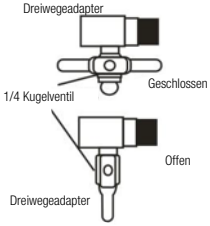

Abbildung A-3
3. Installieren Sie das 1/4” Metallkugelventil auf dem Speisewasseradapter (Dreiwegeadapter) mithilfe eines Teflonbandes, sodass dies sich leicht bedienen lässt (Abbildung A-3).